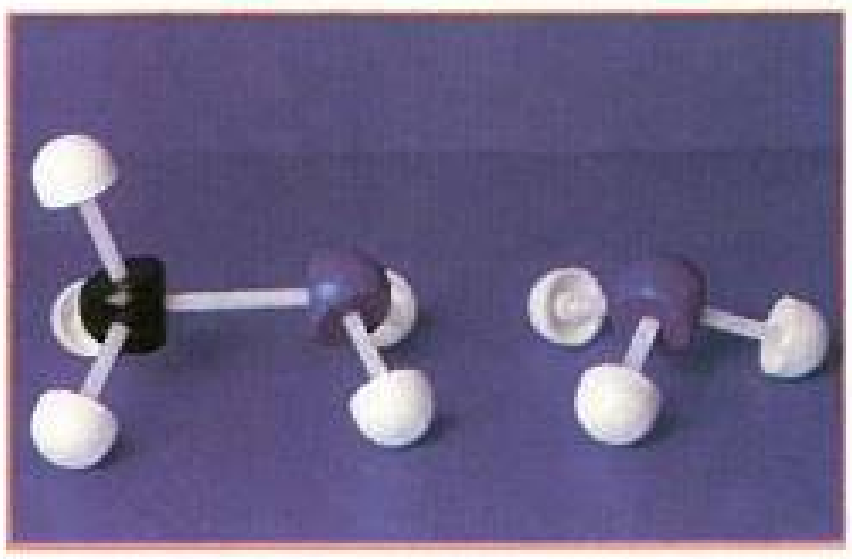

Figure 12.1
- Primary amines of general formula $R-NH_2$; the amino group is attached to one alkyl group as in CH_3-NH_2 and $C_2H_5-NH_2$ (Fig.12.1).